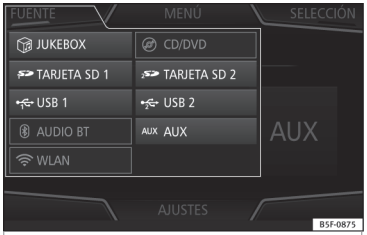

Fig. 150 Modo MEDIA: cambiar fuente de media.
- En el menú principal *Media* pulse el botón de función FUENTE ››› **fig. 150** y seleccione la fuente Media deseada.